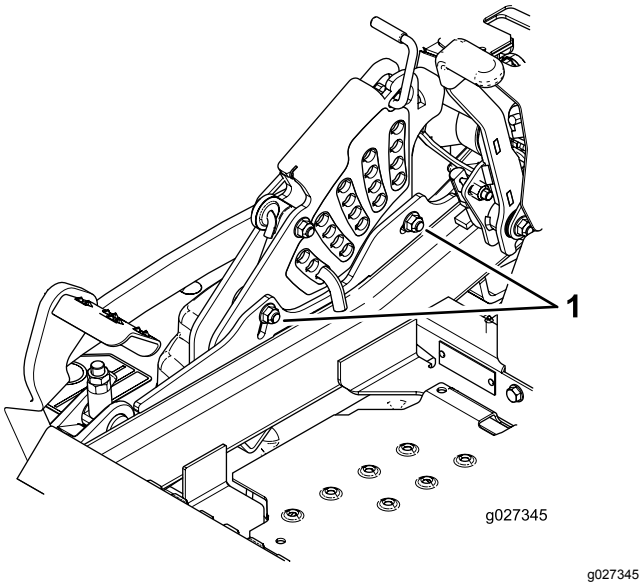

Figur 109
11. Løsn de 2 bolte nederst på klippehøjdepladen (Figur 109) for at justere enkeltpunktssystemet.
13. Stram de to bolte nederst på klippehøjdepladen (Figur 109).